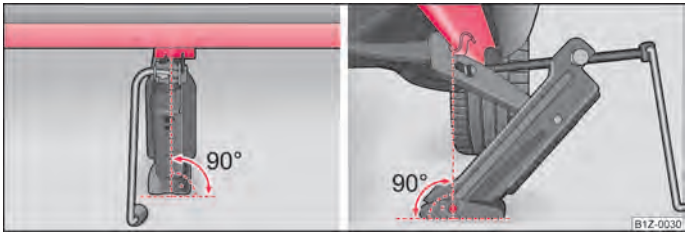

Fig. 168 Attach lifting jack
– Align the lifting jack so that its claw grasps the web ⇒ fig. 168 at the right below the embossing in the side surface of the base plate.
– Make sure that the base plate of the lifting jack rests with its entire surface on level ground and is located vertical to the point ⇒ fig. 168 where the claw grasps the web.